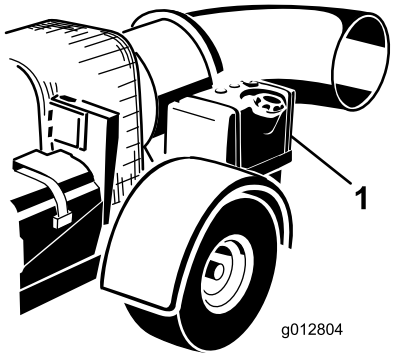

Figuur 11
2. Reinig de omgeving van de dop van de hydraulische tank en verwijder de dop (Figuur 11).